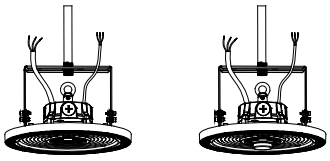

Figure 10
Step 3. Re-screw the nuts. (Figure 10),After installation, connect the wire of the fixture to the mains according to local wiring rules, ensure the connection is stable and make good protection on the connection. By adjusting the brackets screws, users can adjust 50° to the left or right vertically.